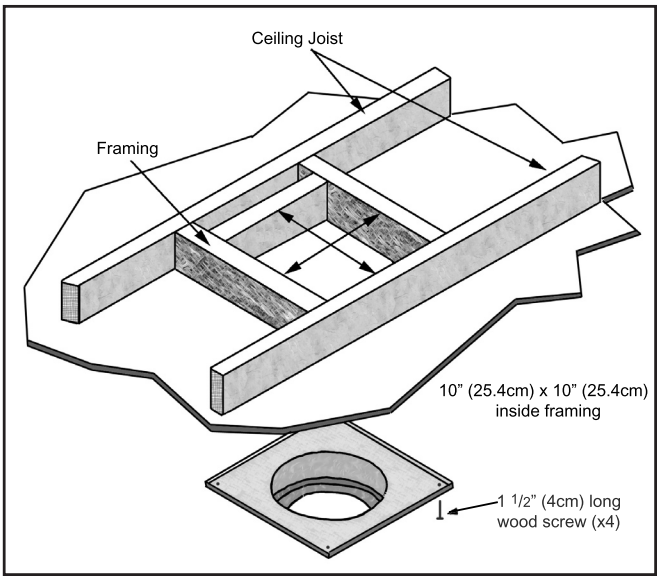
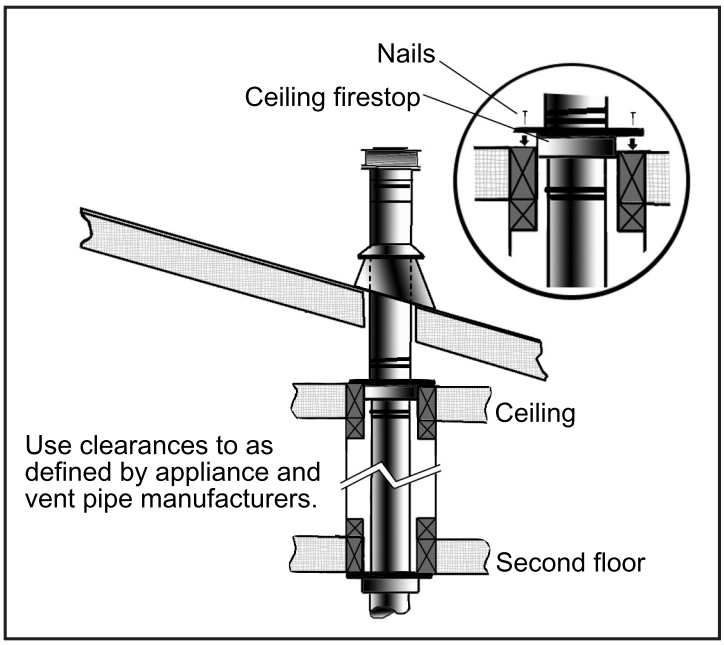

Figure 33: Wall Framing for Hole for Vertical Installation.
Figure 37: Multi-Story Vent Pipe Installation.
3. To install the Round Support Box/Wall Thimble in a flat ceiling, cut a 10" square hole in the ceiling, centered in the hole drilled in Step 2. Frame the hole as shown in Figure 33.
(c) For multi story installations. A ceiling firestop is required at the second floor, and any subsequent floors (see Figure 37). The opening should be framed to 10" (25.4 cm) x 10" (25.4 cm) inside dimensions, in the same manner as shown in Figure 33.
Cut a 10" (25.4 cm) hole in the ceiling and the roof. Refer to Figure 33.